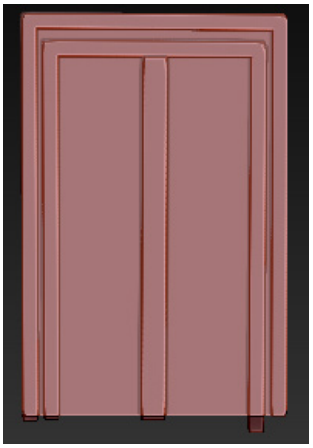

Figure 3-104 *A vertical partition created in the middle of the door*
9. Set the value of the **Draw Size** slider to **15** and the value of the **Z Intensity** slider to **10**. Press and hold the left mouse button and draw a vertical line in the middle of the *door* to create a vertical partition, as shown in Figure 3-104.